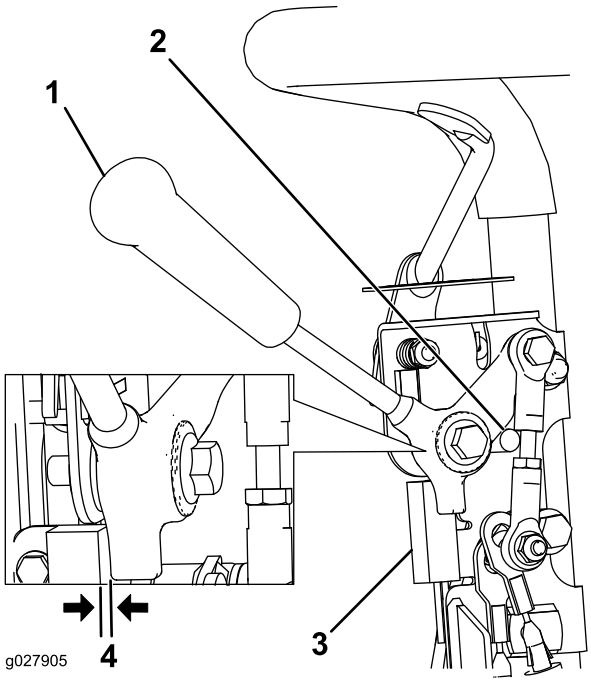

Rysunek 30
1. Upewnij się, że silnik jest wyłączony, a dźwignia jazdy odłączona i ustawiona w położeniu zatrzymania neutralnego (Rysunek 30).
2. Poluzuj elementy mocujące wyłącznika blokady (Rysunek 30).
3. Umieść podkładkę o grubości 0,8 mm między dźwignią jazdy a włącznikiem blokady (Rysunek 30).